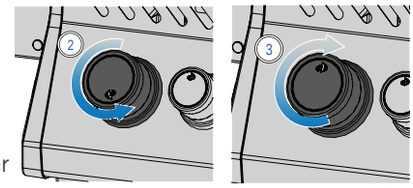

Fig. 1
4. Si le voyant et le brûleur ne s'allument pas après 5 secondes, pivoter le bouton dans le sens contraire des aiguilles d'une montre (position OFF). Attendre pendant 5 minutes la dissipation du gaz ambiant. Recommencer les étapes 2 et 3, ou utiliser une alllumette pour procéder à l'allumage. (Fig. 1).
5. Si le brûleur ne s'allume pas, pivoter le bouton dans le sens contraire des aiguilles d'une montre (position OFF). Attendre 5 minutes. Recommencer les étapes 3 et 4. (Fig. 1)